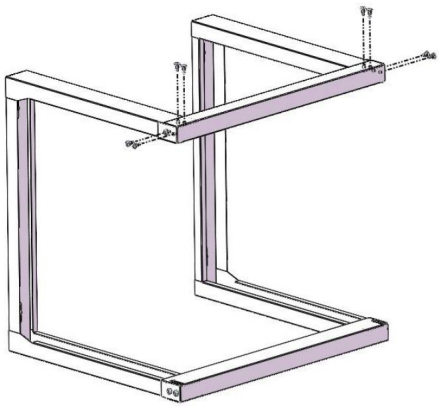

Rysunek 2
2. Włóż górną belkę poprzeczną (2) do lewego wspornika typu U (1) i prawego wspornika typu U (1), przymocuj za pomocą 8 śrub montażowych M5 (4). Patrz rysunek 2.
Zie afbeelding 2.